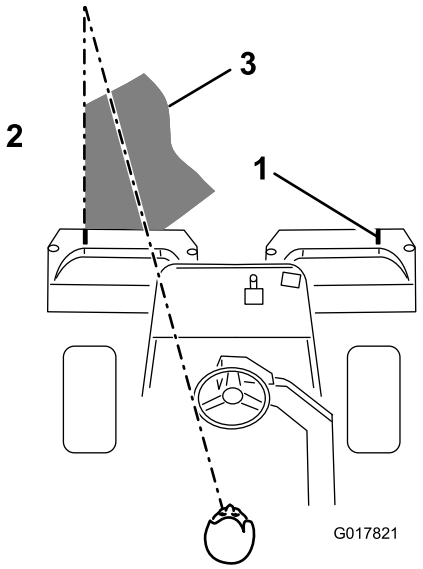

Figuur 41
3. Zorg ervoor dat een nieuwe maaibaan de vorige maaibaan zo weinig mogelijk overlapt. Om ervoor te zorgen dat het u gazon in een rechte lijn maait en de machine op een gelijke afstand van de rand van de vorige maaibaan blijft, moet u uitgaan van een denkbeeldige zichtlijn, ongeveer 1,8 tot 3 m vóór machine tot de rand van het ongemaaide deel van de green Figuur 41). Sommige bestuurders vinden het handig de buitenrand van het stuurwiel deel te laten uitmaken van de zichtlijn; d.w.z. de rand van het stuurwiel in een rechte lijn te houden ten opzichte van een punt dat altijd op dezelfde afstand van de voorkant van de machine blijft (Figuur 41).